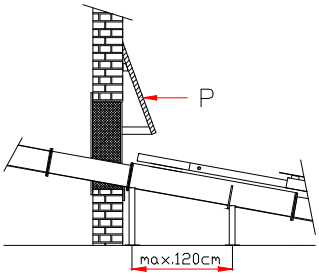

Abb.7
11. Die Austragschnecke im Lagerraum mit den mitgelieferten Stützen in der Austragschneckenmitte und vor dem Mauerdurchbruch abstützen - maximaler Abstand zwischen den Stützen 120 cm. Die Stützen müssen an den Flanschen, bzw. am Stützwinkel der Schnecke anliegen. Dämpfende Unterlagen zur Vermeidung von Schallübertragung unterlegen. Die Stützen in der Höhe so einstellen, dass die Schnecke gut aufliegt. Die Stützen am Boden festschrauben. Siehe Abb.7.
14. Die Abschottung (P), der Revisionsöffnung, siehe Abb.7, ist bauseits herzustellen und verhindert unkontrolliertes Ausfließen von Brennstoff in den Heizraum. 40 cm über der Austragschnecke, 40 cm von der Lagerraumwand entfernt und 80 cm breit, ist eine 3 cm starke Brettschräge im Winkel von ca. 20° zu montieren. Die Konstruktion muss ausreichend befestigt und an der Unterseite ausreichend abgestützt werden.
17. Die Montage der Wandverkleidung mit Revisionsöffnung wie folgend beschrieben durchführen. Die im Lageraum montierte Abschottung (P), siehe Abb.7, verhindert beim Öffnen der Revisionsöffnung ein unkontrolliertes Ausfließen des gelagerten Brennstoffes.